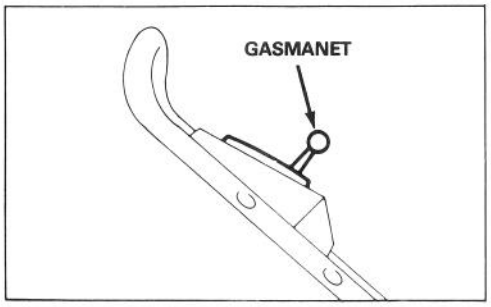

Afbeelding 6
1. BEDIENINGSSYSTEMEN (Afb. 6) — Gasmanet/choke bevindt zich op de bovenste handle.
2. STARTEN (Afb. 6) – Druk de draad op de bougie. Zet het gasmanet op CHOKE. Leg de duim over het gat in het midden van de primer en druk één keer. Trek de vingertop-starter uit en stel het gasmanet in de gewenste stande, wanneer de motor start.
3. STOPPEN (Afb. 6) – Zet het gasmanet op AF om de motor en het mes af te zetten. Trek de draad uit de bougie, indien de maaier onbewaakt wordt achtergelaten of niet wordt gebruikt.